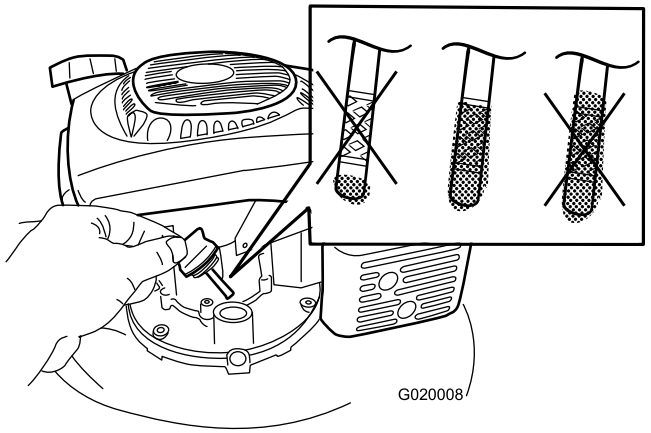

Bild 5
1. Ziehen Sie den Ölpeilstab heraus (Bild 5).
2. Füllen Sie das Öl **langsam** in den Einfüllstutzen ein, um den Ölstand auf die Voll-Markierung am Peilstab anzuheben (Bild 5). **Füllen Sie nicht zu viel ein.** (Max. Füllstand: 0,59 l der Ölsorte: Waschaktives 10W-30 oder SAE 30 Öl mit der Klassifizierung SJ oder höher durch das American Petroleum Institute (API).
Hinweis: Entfernen Sie jedes Mal, wenn Sie den Ölstand prüfen, den Peilstab, wischen Sie ihn ab und stecken Sie ihn in den Öleinfüllstutzen (schrauben Sie ihn jedoch **nicht** hinein). Entfernen Sie ihn anschließend wieder und prüfen Sie den Ölstand (Bild 5).